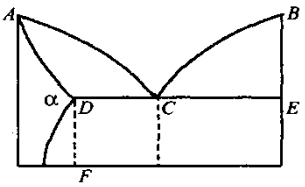

Рис. 28
64. Какая диаграмма состояния представлена на рис. 28?